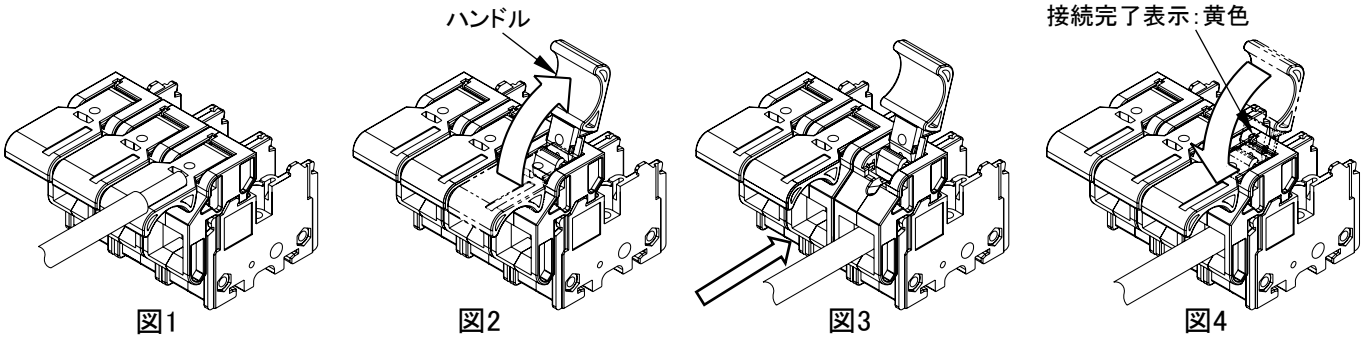

図1　図2　図3　図4
1.ストリップゲージを利用し、電線の被覆を剥いてください。（図1）